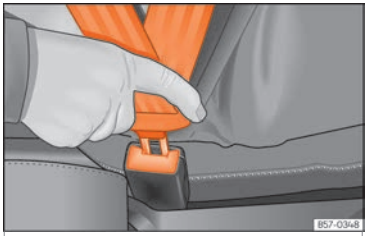

Abb. 10 Schlosszunge des Sicherheitsgurts in das Gurtschloss einstecken.
- Schlosszunge fest in das zum Sitzplatz gehörende Gurtschloss stecken ››› **Abb. 10**.